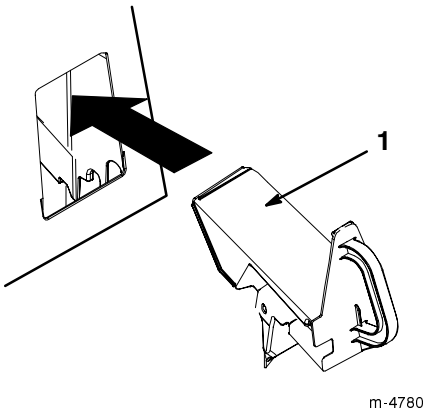

Figuur 16
4. Schuif de fijnmaakafsluiter in de opening, zoals getoond in figuur 16.